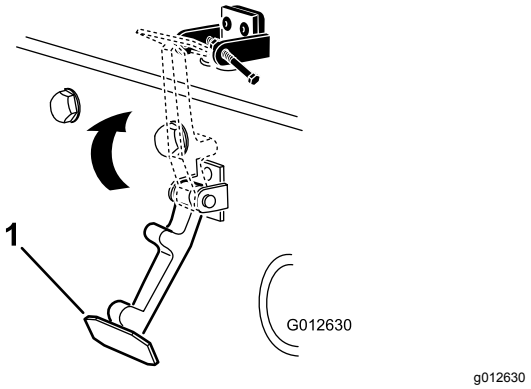

Figuur 5
6. Haak de sluiting op de vergrendelbeugel van de motorkap (Figuur 5).